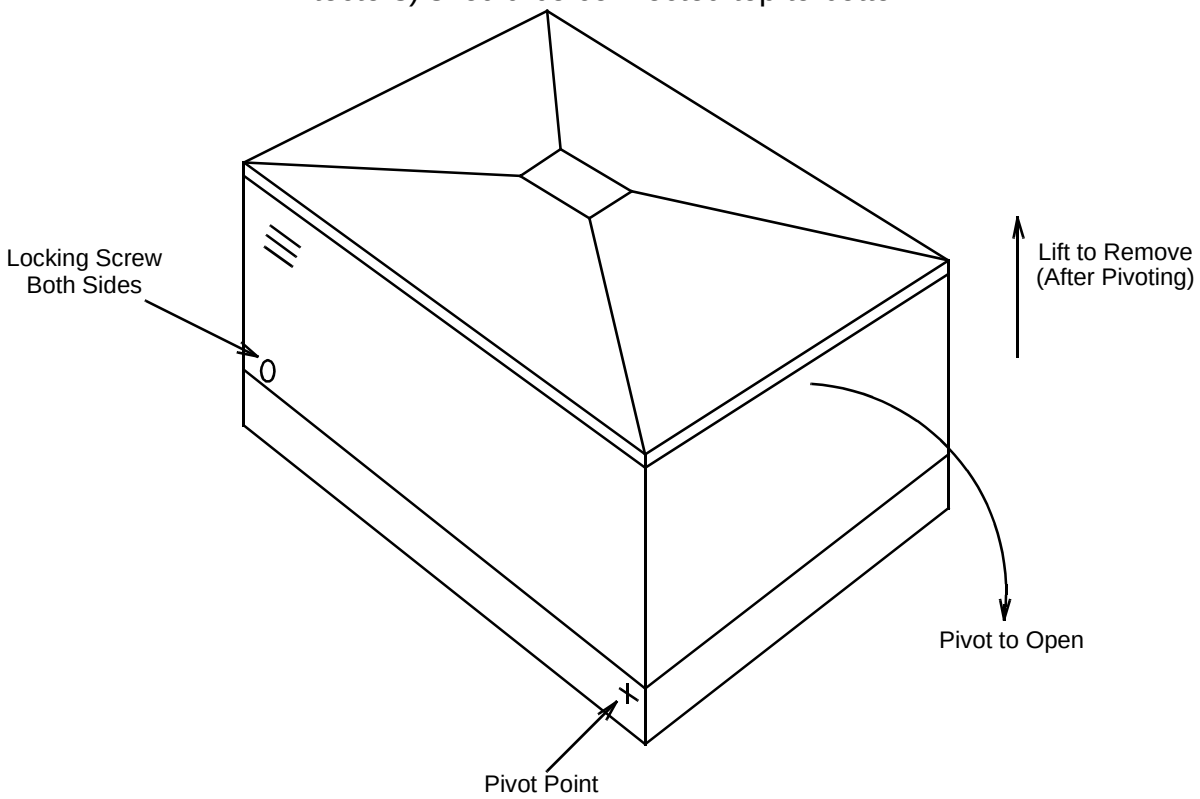

**Figure 1 – Low Profile DT Pedestal with DC Back Powering**
1. Use a 216C tool to open (loosen the lock nuts and pivot the top over) the pedestal containing 900A2, or 900A3 DTs and DC power module (Figure 1).